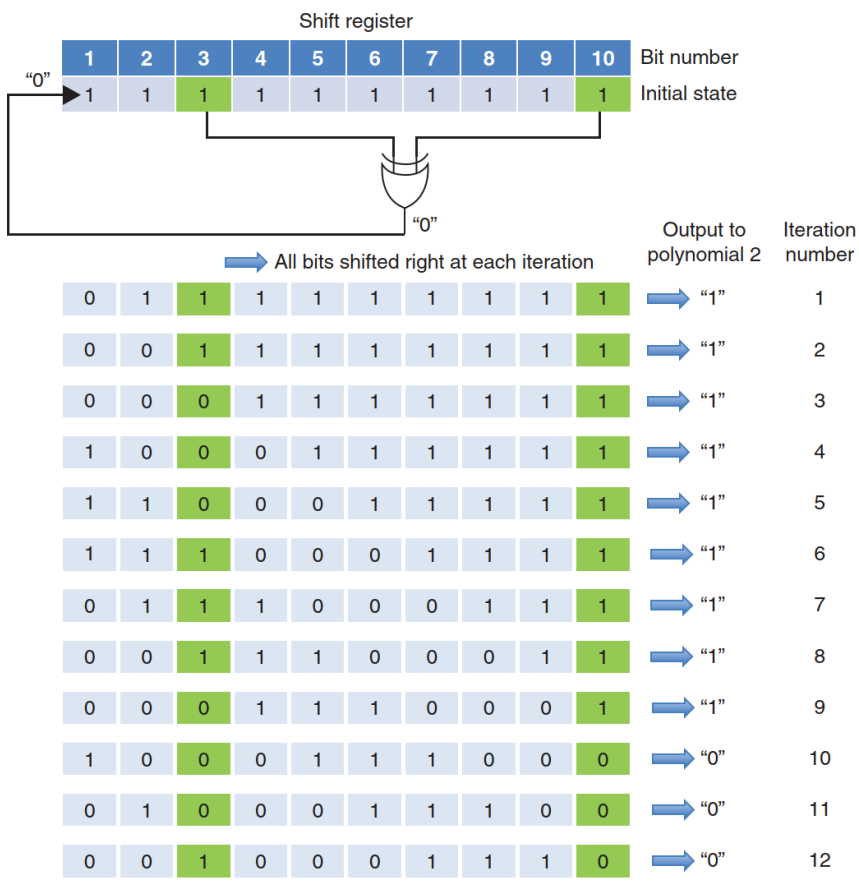

Figure 1: A PRN generator
A diagram illustrating the PRN generator operation over 12 clock cycles is provided in Figure 1. If this notation is unfamiliar, an alternative notation is available in Figure 2 at the end of this handout.
- `uint32_t *prn_reg`: pointer of the shift register. This register is the 10-bit shift register in Figure 1. To be able to save its value in the function call, we need to use a pointer instead of value. We use an `uint32_t` data type so that we can use our functions in the applications where the shift register can be up to 31 bits. Note that the variable holding this shift register is defined by the caller so that its value can be easily accessed for testing purposes.